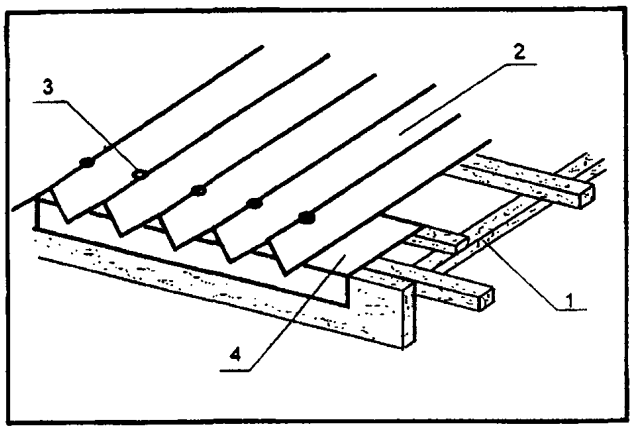

Рисунок 12.
2.19. Для лучшей гидроизоляции карниза кровли используют универсальный карнизный короб. Максимальный свес листа Ондулин на карнизе – 70 мм (рис. 12). Для закрытия просвета листа на карнизе, а также для закрытия просвета между коньковым элементом и листом Ондулин может быть использован заполнитель карниза Ондулин. Для защиты от насекомых и птиц на карнизе под листом Ондулин может прибиваться вентиляционная гребенка Ондулин.